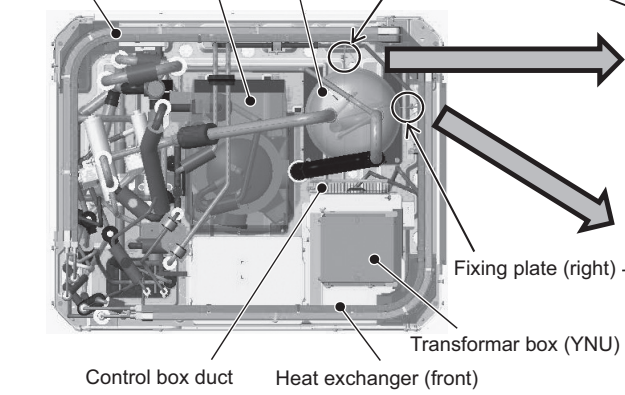

Figure 3
(5) Unscrew the two screws from the right accumulator fixing plate. (See Figures 3 and 5.)
(6) Unscrew the two screws from the rear accumulator fixing plate. (See Figures 3 and 4.)